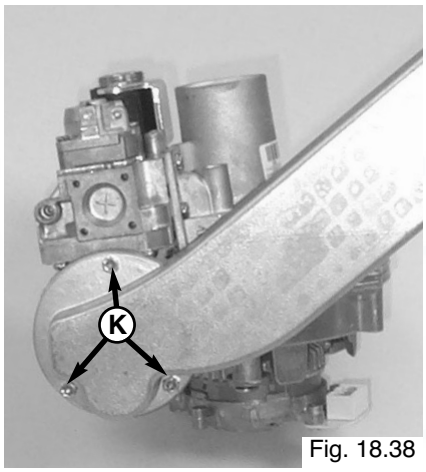

Fig. 18.38
4. Unscrew the three screws "**K**" on the air/gas pipe and remove (Fig. 18.38);